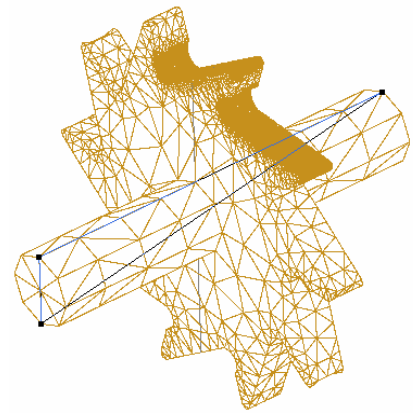

Figure 49. The cutting plane defined by three points
2. Using the **Join Ctrl-a** option in the **Contextual** menu, located in the mouse menu, select the three points indicated in Figure 49 to define the cutting plane.